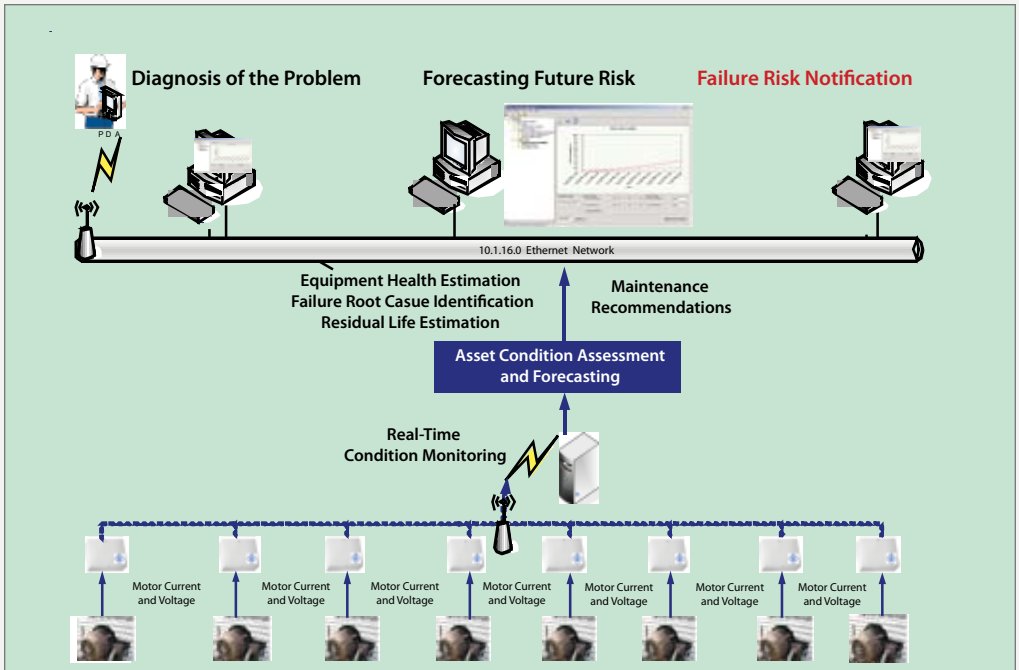

Figure 2 - Monitoring Concept for an 8 Fan Motors in a Cooling Tower
on machine history of failure modes and tied to current data on condition, which yields a "most likely" root cause of degradation, as illustrated. The entire concept for this very advanced PdM program is illustrated for a set of eight (8) cooling tower fans in Figure 2.
Note that the first leg of the data collection communications path in Figure 2 is the power supply cable between the motors from a water cooling tower to the weatherproof motor control center. The wireless link is between the MCMs or detective multimeters receiving the current, voltage and wave form data from the power cable sensors and the real-time condition monitoring analysis computer located in a building several hundred feet away. The MCM data are directed by wireless gateway to the wire- or fiber-based Ethernet network linked to computers containing the Bayesian Belief Network software and other communications links to decision makers in-house, at home or in other locations. The reports provided include diagnosis of the problem and a forecast of failure risk. With these reports, the decision maker can make a more informed determination considering importance of the production run in progress as well as the consequences of interrupting it to make a repair.